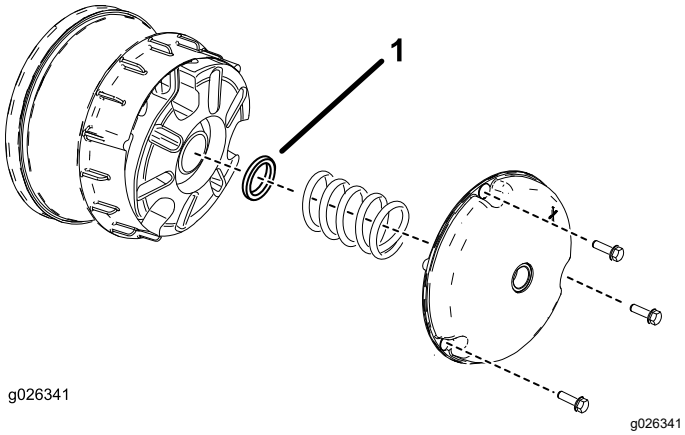
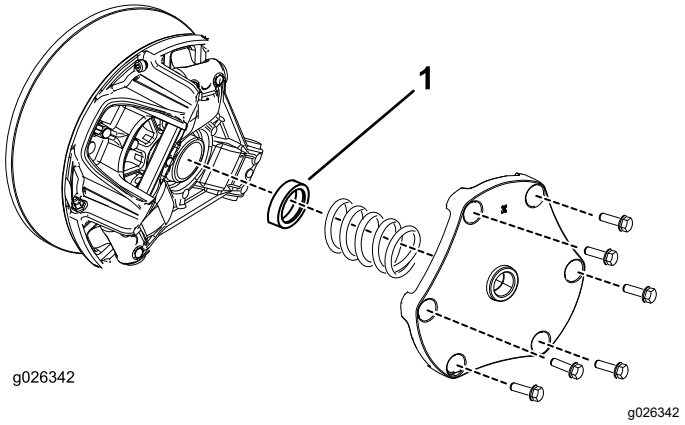

Рисунок 12
Рисунок 13
1. Открутите болты крепления крышки первичной муфты сцепления как показано на Рисунок 12 и Рисунок 13.
2. Снимите пружину и отбросьте распорное кольцо (см. Рисунок 12 и Рисунок 13)